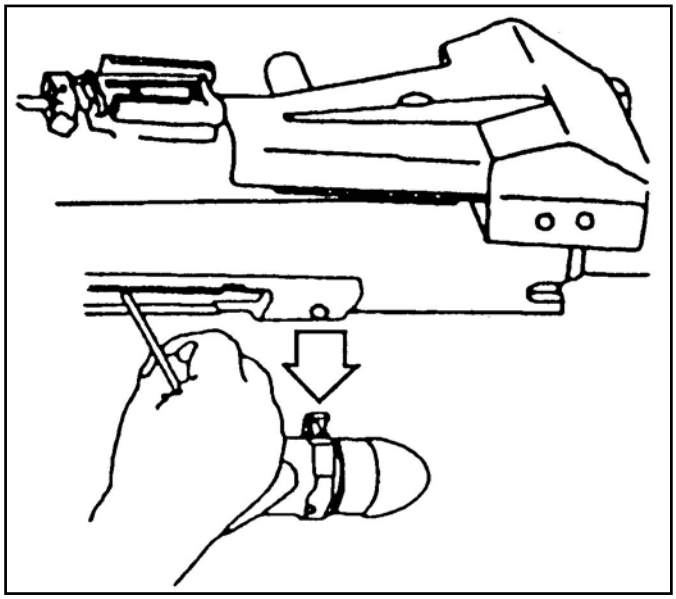

Figure 071-030-0006-1. Removal of Round or Spent Case
1. Place the safety switch on the safe (S) position.
a. Insert the tip of a cleaning rod through the right hand rail as close to the bolt face as possible (figure 071-030-0006-1).
a. Open the top cover. Check for rounds in the feeder. If you find any rounds in the feeder, perform the following actions (figure 071-030-0006-2).
(1) With one hand, reach beneath the feeder. Press the primary and secondary positioning pawls at the same time.
(2) At the same time, slide the linked rounds out of the feeder and feed throat.